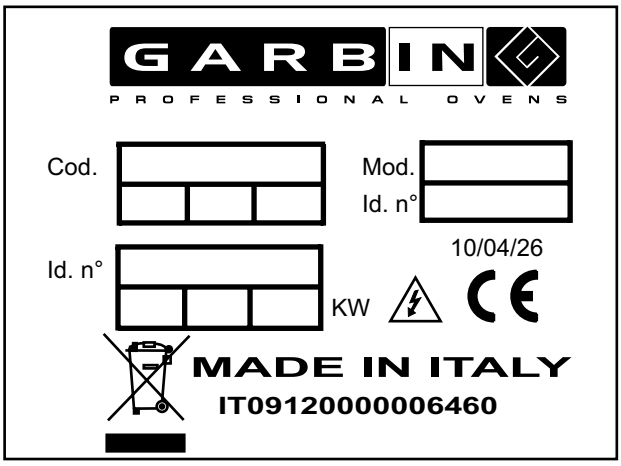

fig. 1
- Accertarsi, prima del collegamento, che la tensione e la frequenza della rete corrispondano ai valori indicati sulla targhetta dati del forno (fig. 1) posizionata nella parte bassa del pannello posteriore. **Si ricorda che è ammessa una variazione della tensione massima del ±10 %**.